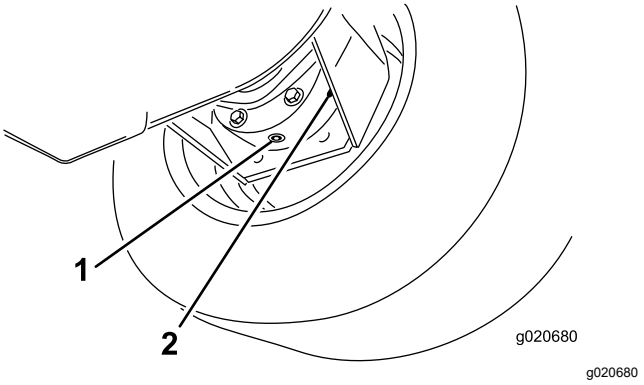

Figur 106
3. Placera ett kärl under bromshuset, ta bort pluggen och låt oljan rinna ned i kärlet (Figur 106).